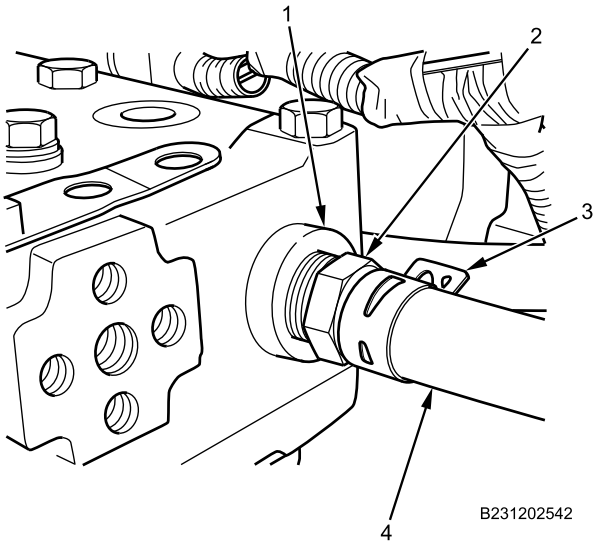

Figure 15. Air Compressor Coolant Outlet.
11. Apply thread sealing compound to fitting (Figure 15, Item 2), install fitting on air compressor coolant outlet port (Figure 15, Item 1), and tighten securely.
12. Install air compressor coolant outlet hose (Figure 15, Item 4) and hose clamp (Figure 15, Item 3) on fitting (Figure 15, Item 2).